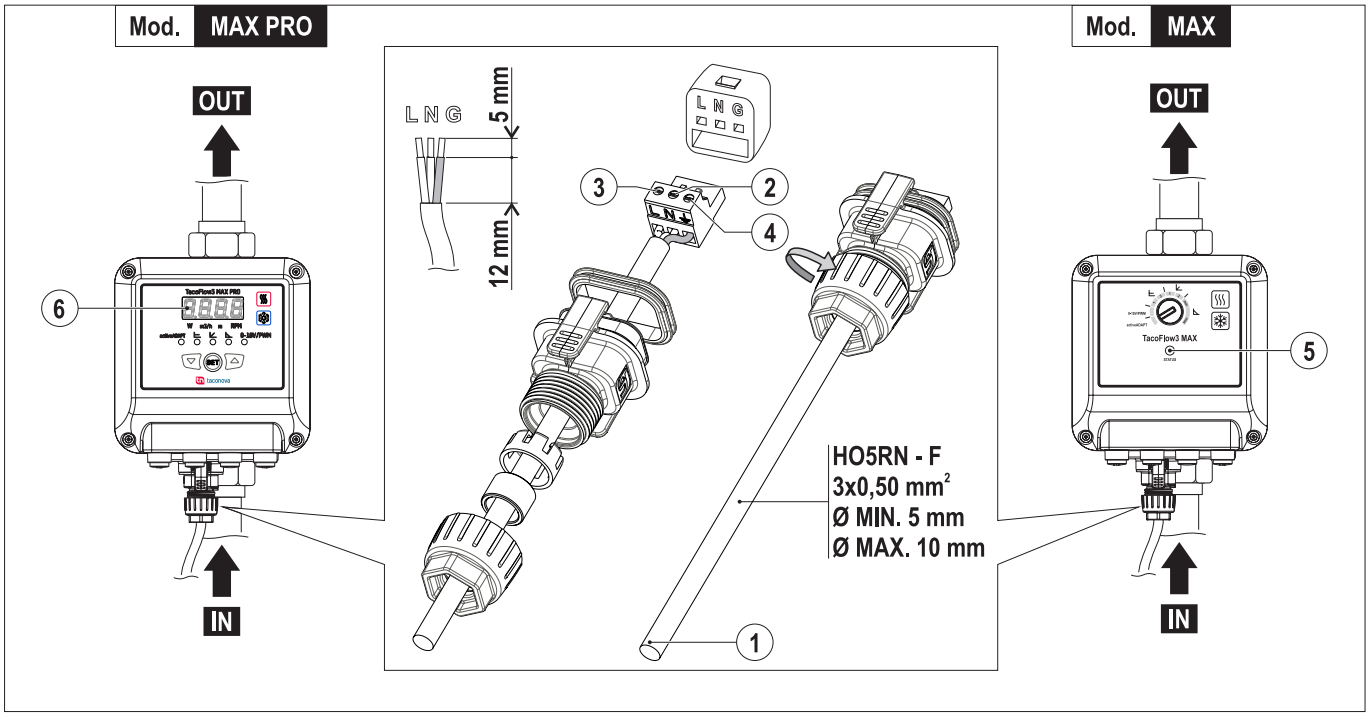

ABB. 10 *(Anschluss an die Stromquelle)*
ES IST PFLICHT, EIN KABEL ZU VERWENDEN, DAS FÜR DIE ENTSPRECHENDEN ELEKTRISCHEN EIGENSCHAFTEN **(ABB. 10 - PUNKT 1)** GEEIGNET IST.
1) Ein Kabel **(ABB. 10 - Punkt 1)** mit den in **ABB. 10** aufgeführten Eigenschaften verwenden.
2) Den blauen (neutralen) Draht an Klemme N **(ABB. 10 - Punkt 2)** anschließen.
3) Den schwarzen oder braunen (Phasen-)Draht an Klemme L **(ABB. 10 - Punkt 3)** anschließen.
4) Den gelb/grünen Draht (Erdung) an Klemme G **(ABB. 10 - Punkt 4)** anschließen.
9) Die Spannung aktivieren und die Verbindung überprüfen: die LED **(ABB. 10 - Punkt 5)** am **Mod. MAX** und das Display **(ABB. 10 - Punkt 6)** am **Mod. MAX PRO** müssen eingeschaltet sein.